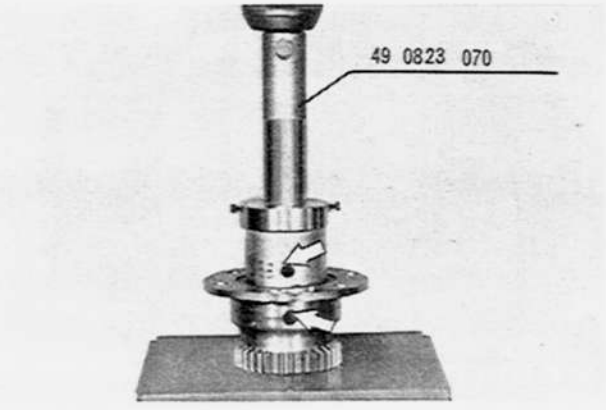

Fig. 1–35 Installing main bearing
7. Press in the staitionary gear to the housing with **main bearing puller and installer** (49 0813 235), aligning the slot of the stationary gear flange and the dowel pin, as shown in Fig. 1–36.